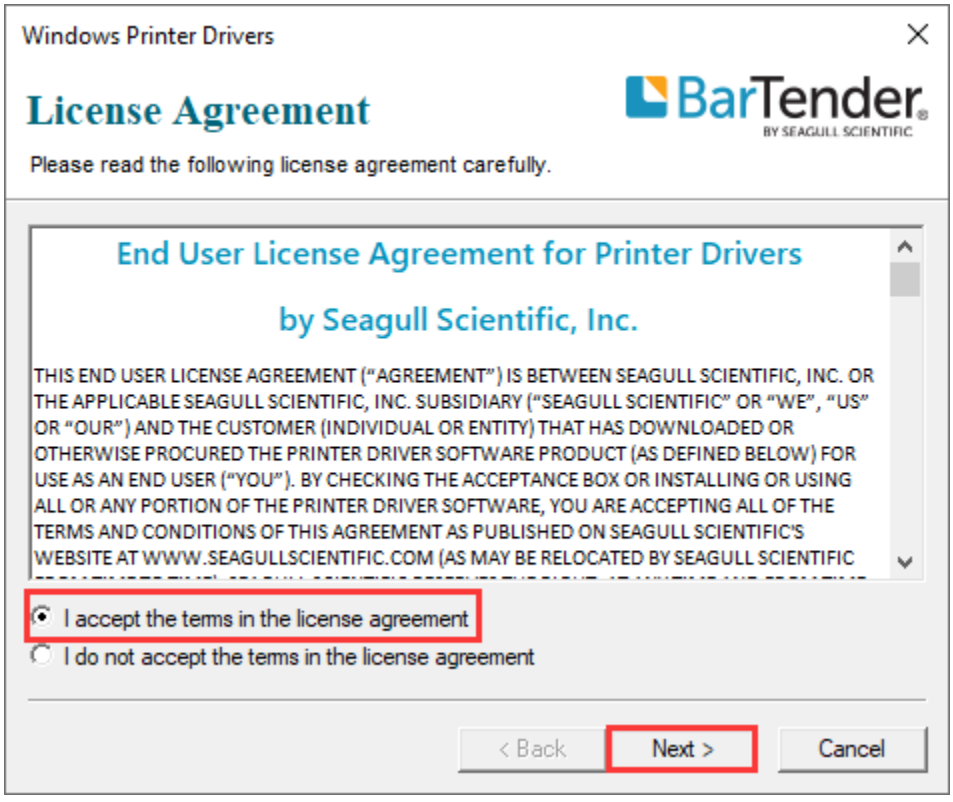

Figure 2-25 License Agreement Screen
3. Double-click the printer driver icon to bring up the "License Agreement" screen. Select "I accept the Items in the license agreement", then click "Next", as shown in Figure 2-25.